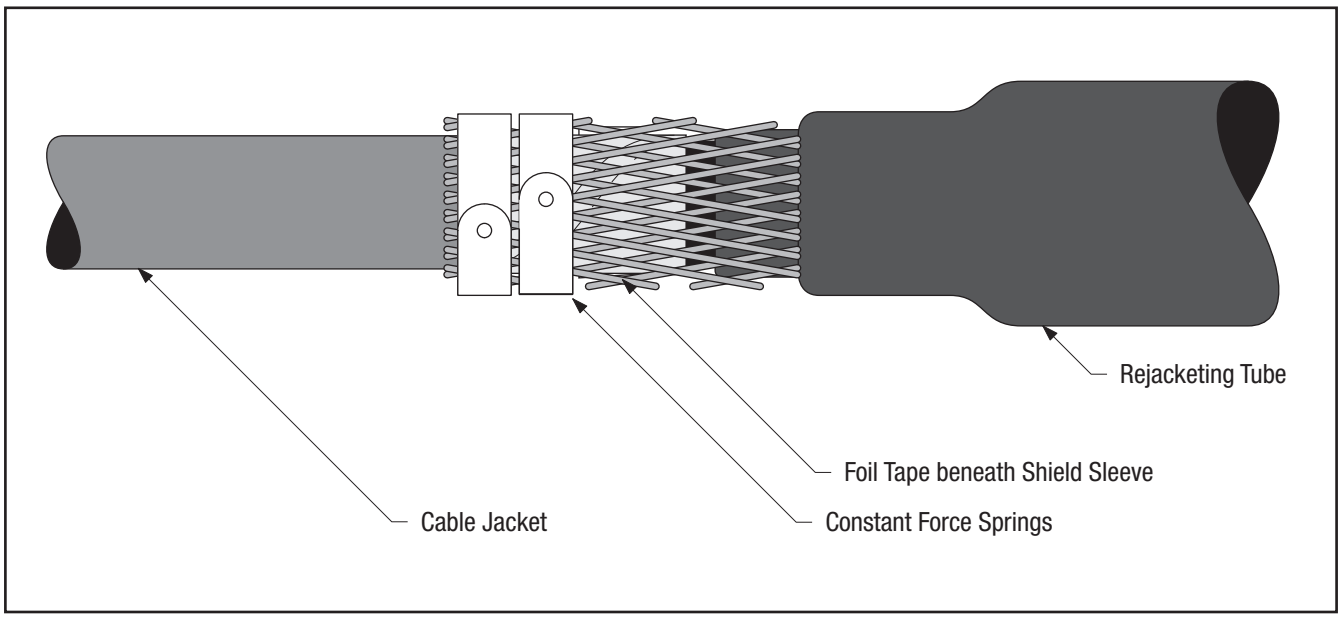

Figure 14
5.2 Hand-tighten the shield sleeve outward and secure it to the wires, tape or LC shields on either side of the splice using two constant force springs on each end between the jacket edge and the copper foil tape as shown *(Figure 14).*
5.3 If shield sleeve extends beyond jacket edge, it may be interwoven with the constant force springs. Cinch (tighten) the spring after wrapping the final winding *(Figure 14).*